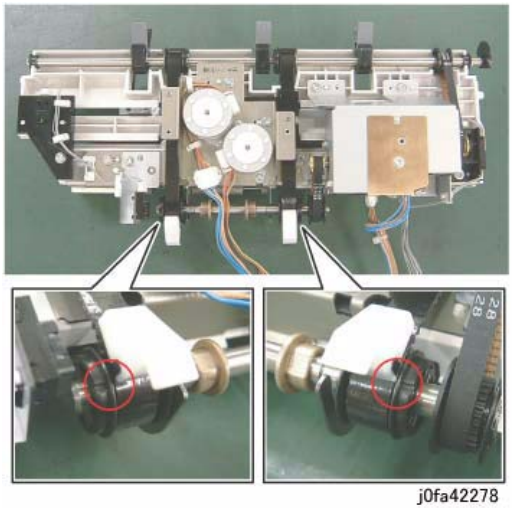

Figure 4 Installing the Eject Belt
2. Install and align the Eject Belt with marks on the Pulleys (Figure 4):